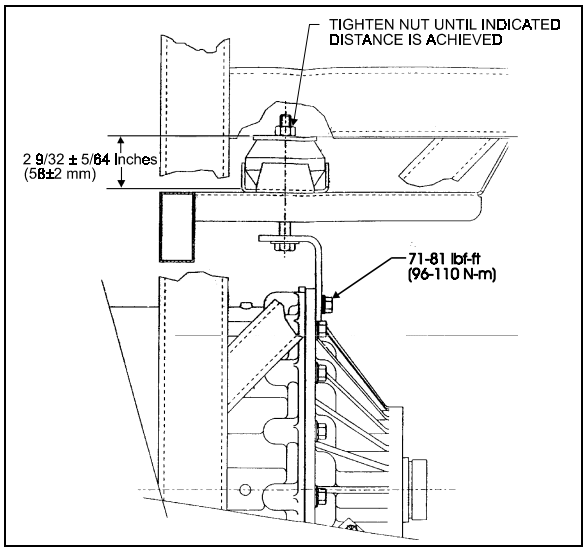

FIGURE 17: RUBBER DAMPER TOLERANCE 07014
a) Install transmission bracket (Fig. 17), tighten to 71-81 lbf•ft (96-110 N•m).
c) Respect damper tolerance of 58 mm (Fig. 17).